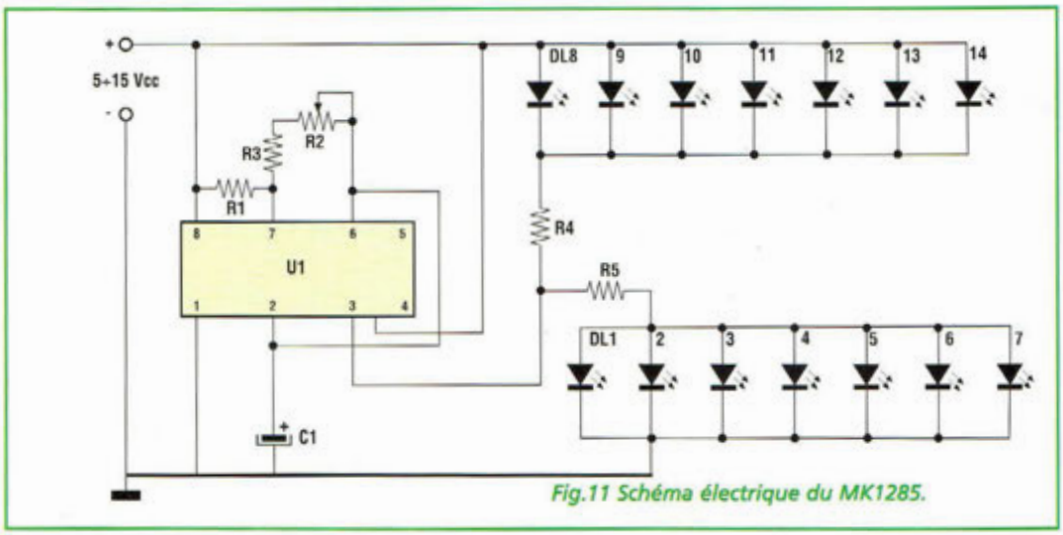

Fig.11 Schéma électrique du MK1285.
Le schéma électrique du MK1285 est reproduit en fig.11. Il comprend le circuit U1 (555), 14 LED réparties en deux groupes et quelques